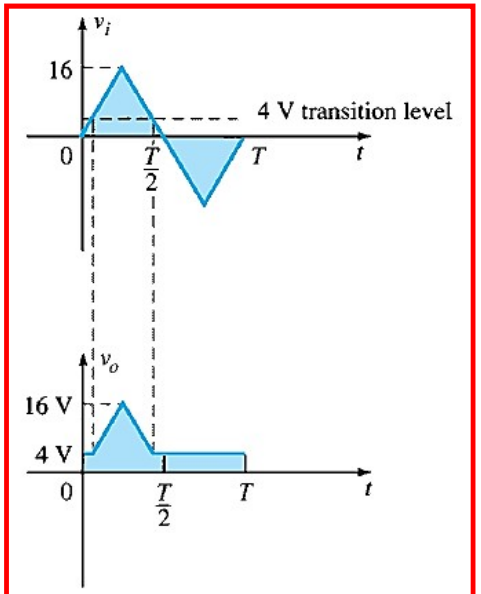

Fig. 18: Output Sketch
Step 4: In **Fig. 18** the transition level is drawn along with v_o = 4 V when the diode is "ON".
As shown in **Fig. 18**.